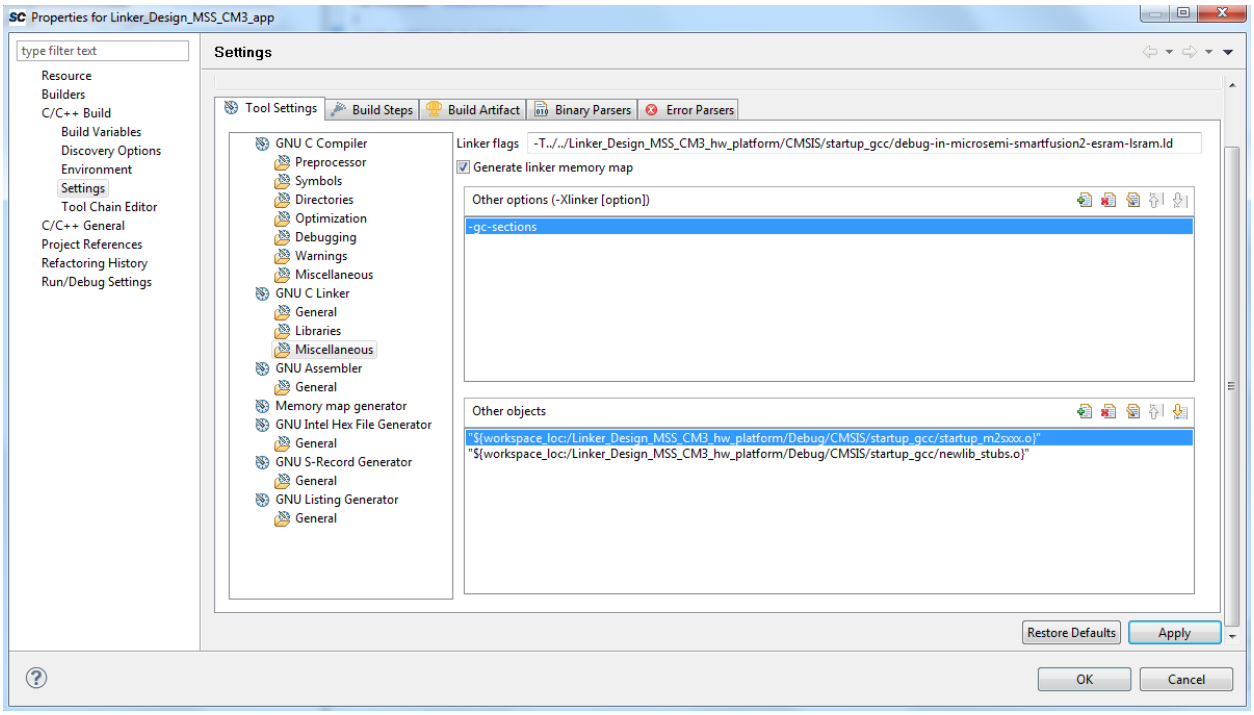

Figure 18 **• Selecting Linker Script eSRAM-LSRAM for Implementation 2**
2. To run implementation 2, which includes loading the subroutine into eSRAM and all other codes into the LSRAM, the eSRAM-LSRAM linker script needs to be selected as shown in Figure 18.